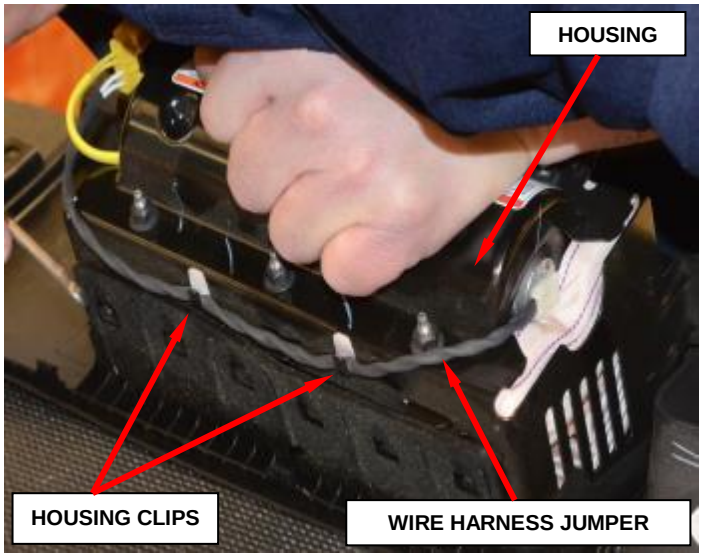

**Figure 28 – Wire Harness Clips**
b. Disengage the wire harness jumper from the housing clips in two places (Figure 28).
p. Clip the wire harness jumper three way connector on the housing in two places (Figure 28).